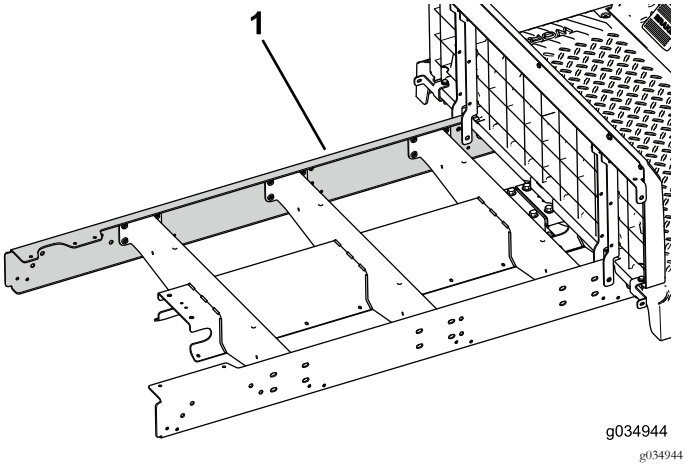

Figuur 25
5. Zet de verlengrail losjes op de linkerkant van de machine (Figuur 25).